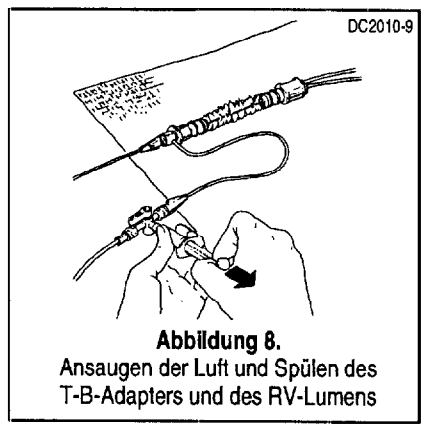

Abbildung 8. Ansaugen der Luft und Spülen des T-B-Adapters und des RV-Lumens
9. Schließen Sie den seitlichen Anschluß des T-B-Adapters mit Hilfe eines Dreiwegehahns mit Lueranschluß an ein kontinuierliches Spülsystem mit Heparin an. Saugen Sie mit der beiliegenden 5-cm^3-Spritze sämtliche Luft vom seitlichen Anschluß ab. Dann das Lumen spülen (Abb. 8).